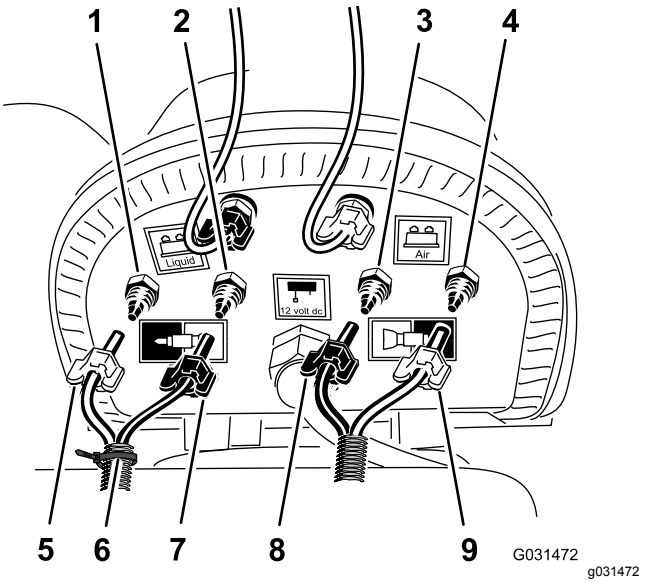

Figur 23
1. Fäst ett kabelband runt de genomskinliga och blå rören för höger sprutrampssektion vid anslutningspanelen på skummarkörssatsens kompressor (Figur 23).
2. Lossa kompressionsmuttrarna på de två blå och två genomskinliga rören till skummunstyckena på vänster och höger sprutrampssektion (Figur 23).
3. Ta bort de fyra rören från kompressionskopplingarna för sprutrampssektionerna (Figur 23).